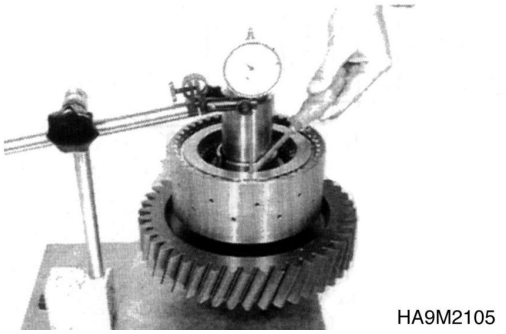

Figure 211
12. Push the end shim using screwdriver against retaining ring until contact is obtained (upward) and read plate clearance on the dial indicator (Figure 211).